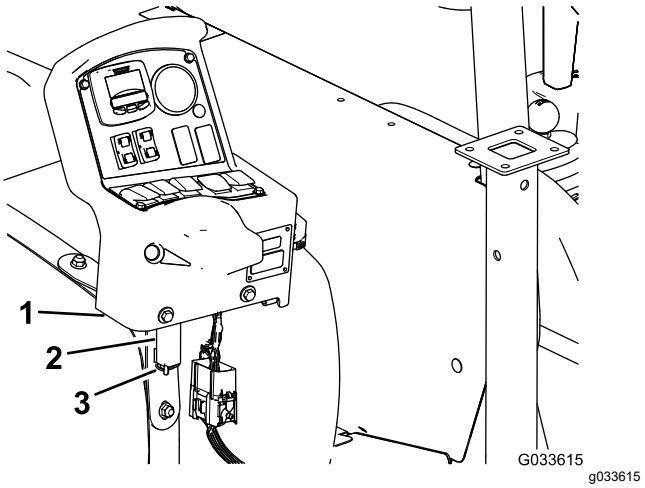

Figure 100
7. Remove the console from the console-mounting bracket at the dash of the machine and align the pivot pin on the control console with the storage bracket at the front tank strap (Figure 100); refer to Installing the Control Console to the Machine (page 18).
8. Assemble the console to the bracket and secure the pivot pin to the bracket with the hairpin (Figure 100).